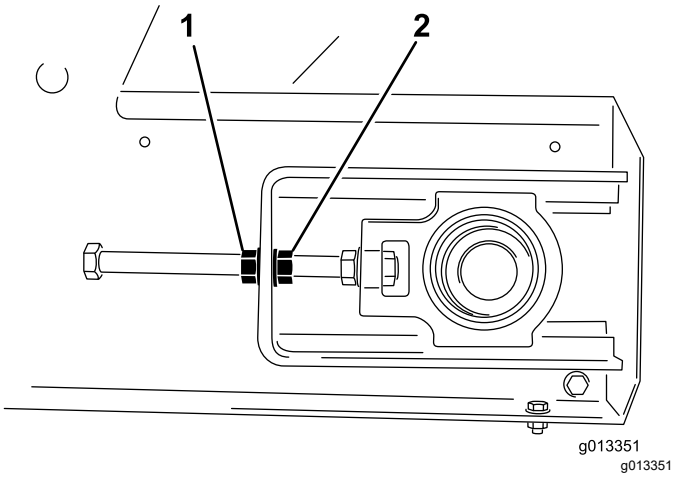

Figur 58
4. Ta hjälp av två skruvnycklar för att hålla fast spännstångens ände och därefter lossa låsmuttern, dvs. muttern närmast stångänden (Figur 58).
3. Gå till den sida som bandet drar emot, håll fast spännstångens ände, lossa låsmuttern och dra åt justermuttern ca två flata ytterkanter av muttern (Figur 58).